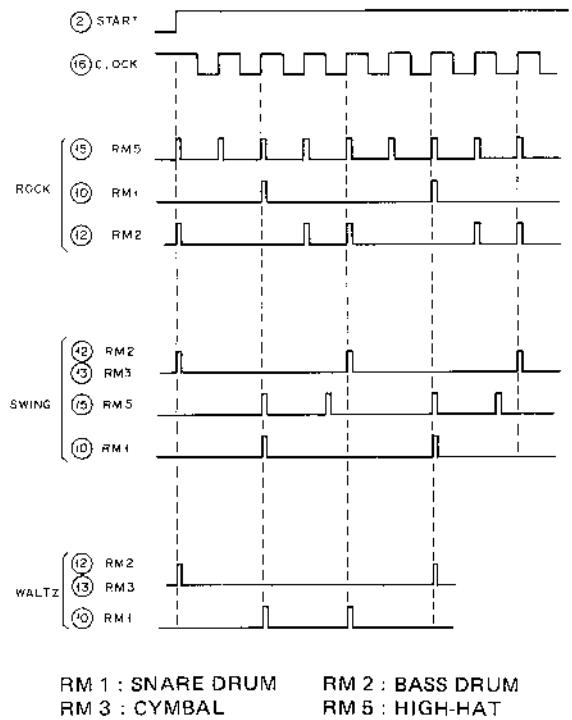
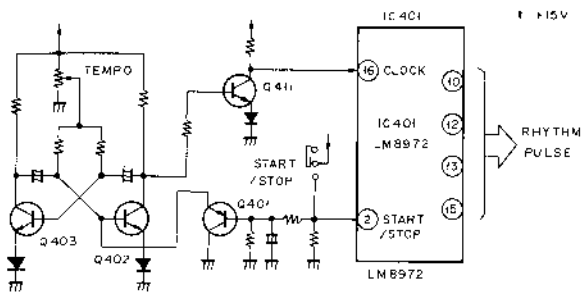

Fig. 7-2 Rhythm pulse
Fig. 7-3 Clock oscillator
The rhythm box circuit consists of a rhythm pattern generator IC (LM8972B) and a sound source circuit. LM8972B generates rhythm pulse outputs from pins ⑩, ⑫, ⑬, and ⑮ synchronized with externally supplied input clock pulses. Eight separate rhythms can be generated, the desired rhythm being selected by selector signals from pins (③) thru (⑦). (See Table 7-1). In the SA-055, the three rhythms generated are rock, waltz, and swing. The respective rhythm pulse patterns are outlined in Fig. 7-2. The clock pulses are generated by an astable multivibrator, and the generator frequency (which controls the rhythm tempo) is varied by changing the charging voltage applied to the time constant circuit. (See Fig. 7-3). The variation range is about 1 to 10Hz.